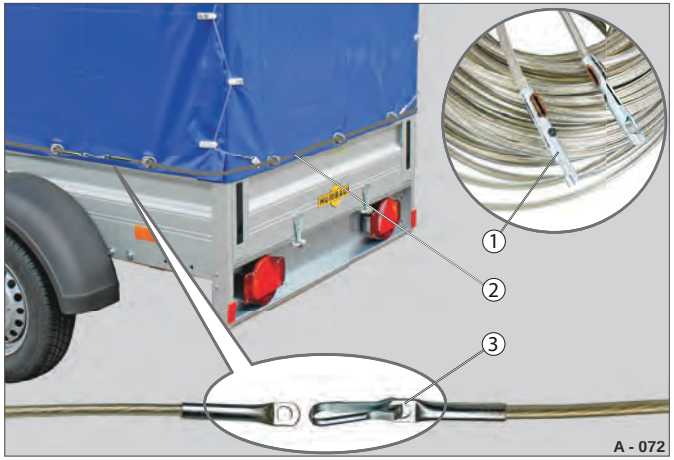

Fig. 81 Toldreb som tyverisikring
- ▶ Før toldrebet (Fig. 81 /2) igennem alle de lukkede kramper.
- ▶ Forbind rebets endelukninger (Fig. 81 /1) med hinanden.